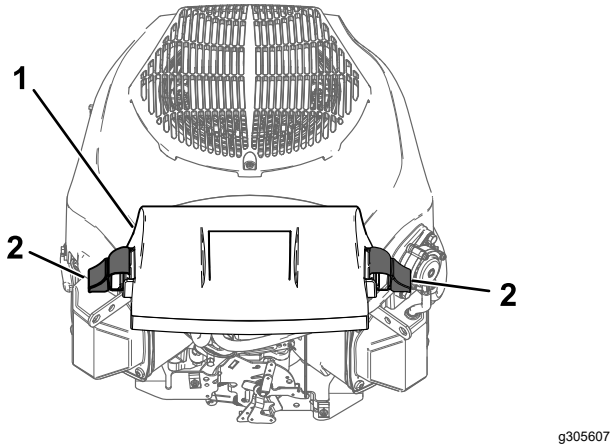

Figura 30
3. Instale la tapa y sujétela con los cierres (Figura 30).